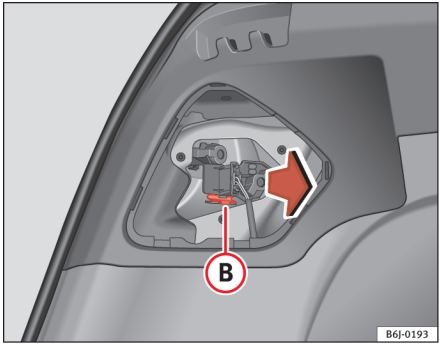

Fig. 151 Afmontering af pærefatning
– Træk pærefatningen ud ved at trykke clipsene (B) ind ⇒ fig. 151.